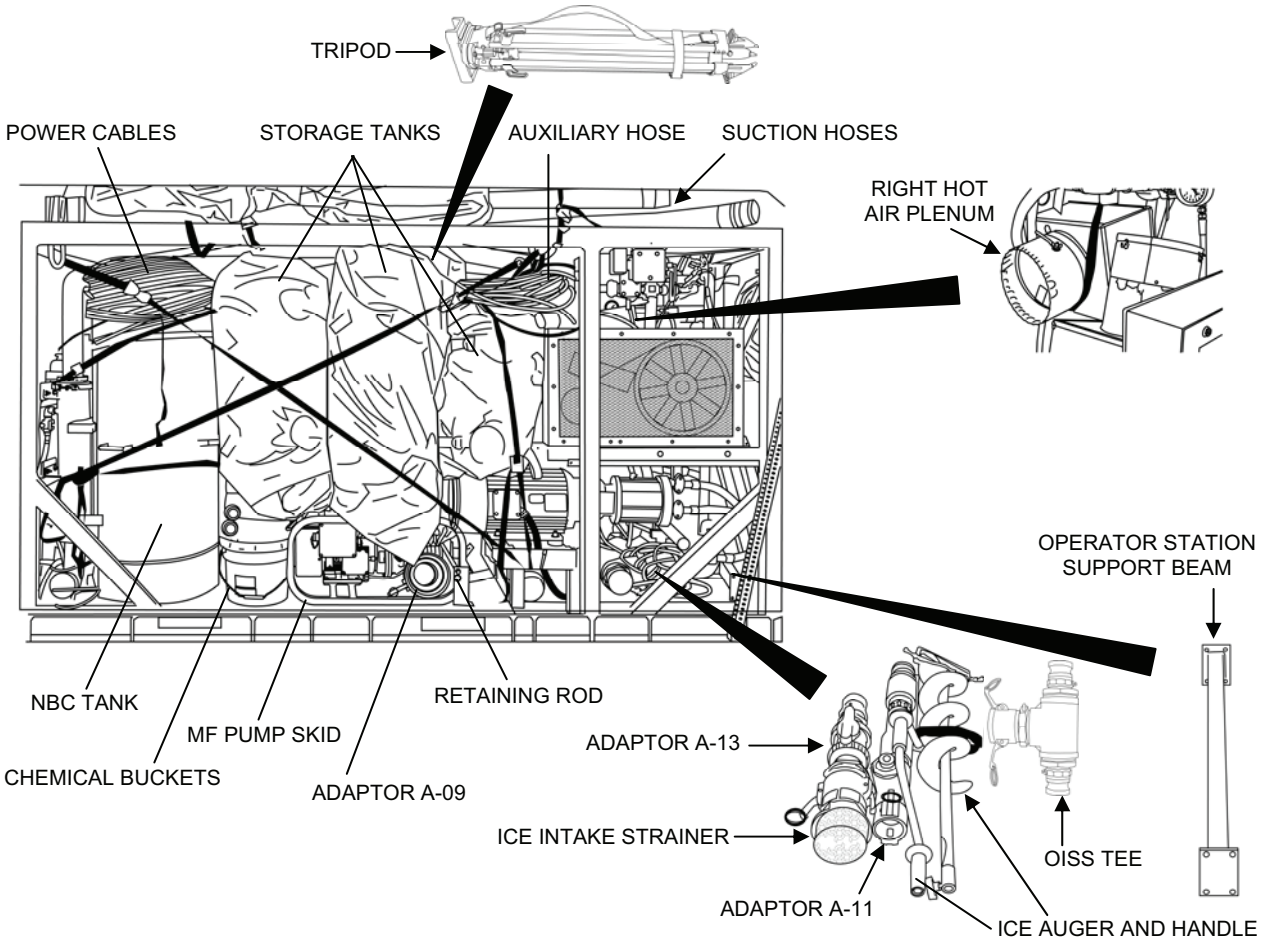

Figure 9. Typical Equipment Area Packout.
A typical packout of the equipment area is shown in Figure 9. Unpack the area as follows:
1. If they are to be used, remove the following items from underneath the high pressure pumps (Figure 9):